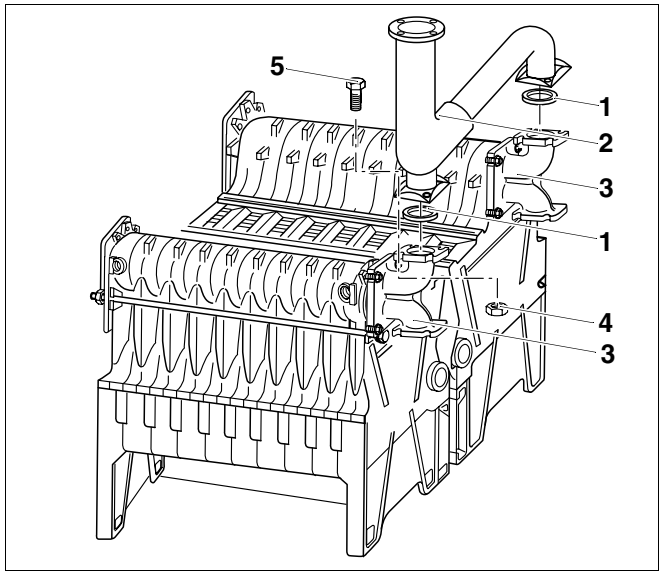

Рис. 29 Установка трубы подающей линии
- Уложить уплотнения (рис. 29, **поз. 1**) на верхнюю сторону обоих соединительных элементов (рис. 29, **поз. 3**).
- Установить трубу подающей линии (рис. 29, **поз. 2**) на соединительные элементы (рис. 29, **поз. 3**).
- Вставить болты M12 x 40 (рис. 29, **поз. 5**) сверху через фланцы трубы подающей линии (рис. 29, **поз. 2**) и соединительных элементов (рис. 29, **поз. 3**).
- Навернуть гайки с напрессованными шайбами (рис. 29, **поз. 4**) на болты (рис. 29, **поз. 5**) и затянуть крест-накрест.